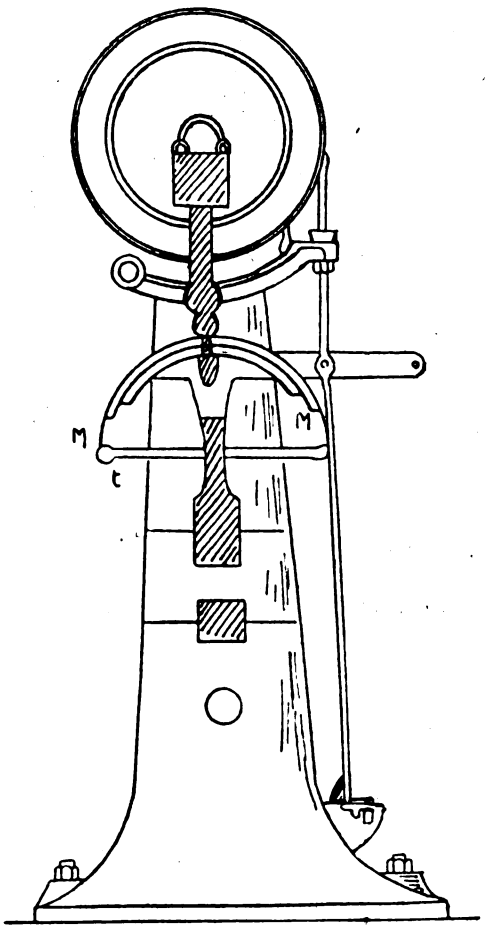

Fig. 2.
1° *Maglio a trasmissione.* — Il più semplice e vecchio tipo di maglio parallelo è il *battipalo,* o *berta,* o *martino,* che sappiamo essere costruito da due guide verticali in cui scorre una mazza collegata con una corda o una cinghia che si avvolge su una puleggia di rinvio. Il sollevamento può essere fatto a mano esercitando uno sforzo sulla cinghia, e quando la mazza è arrivata ad una certa altezza, che dipende dall'intensità del colpo che si vuole dare all'oggetto, un nottolino ne arresta la marcia ed un dispositivo semplice la sgancia e la lascia cadere dall'altezza voluta. Il peso della mazza sul battipalo non supera i 50 kg. Vi sono diversi tipi di magli a cinghia, tra i quali i più noti Hasse, Le Blanc, Bliss, Müller (1). Per impedire la trasmissione di bruschi urti al meccanismo motore, esistono dei *magli a molla* che hanno cioè una molla intermedia tra la mazza e il meccanismo motore, molla che può essere sostituita anche da un cuscino d'aria. La fig. 2 rappresenta un tipo di maglio a molla, comandato da un meccanismo di brilla e manovella, in cui la biella si può allungare e accorciare per adattare la pressione allo spessore del metallo che si vuole fucinare. La mazza è portata da due tiranti *t* e da una molla *m.* Nel periodo di sollevamento la molla *m,* perde la sua posizione normale, sollevando la mazza che in principio per inerzia si oppone al moto e poi l'accelera.